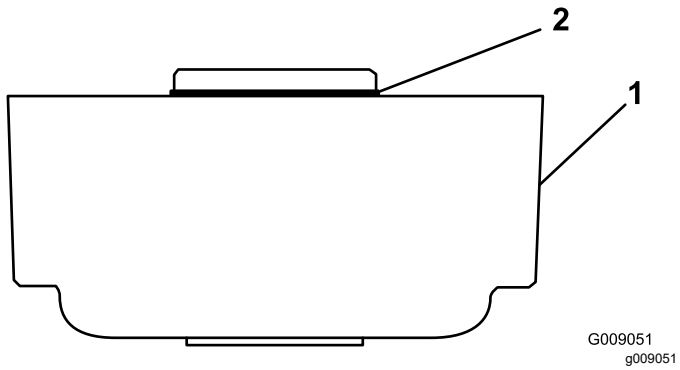

Figure 4
1. Vérifiez que le joint torique est bien en place sur le carter de la brosse de rouleau (Figure 4).